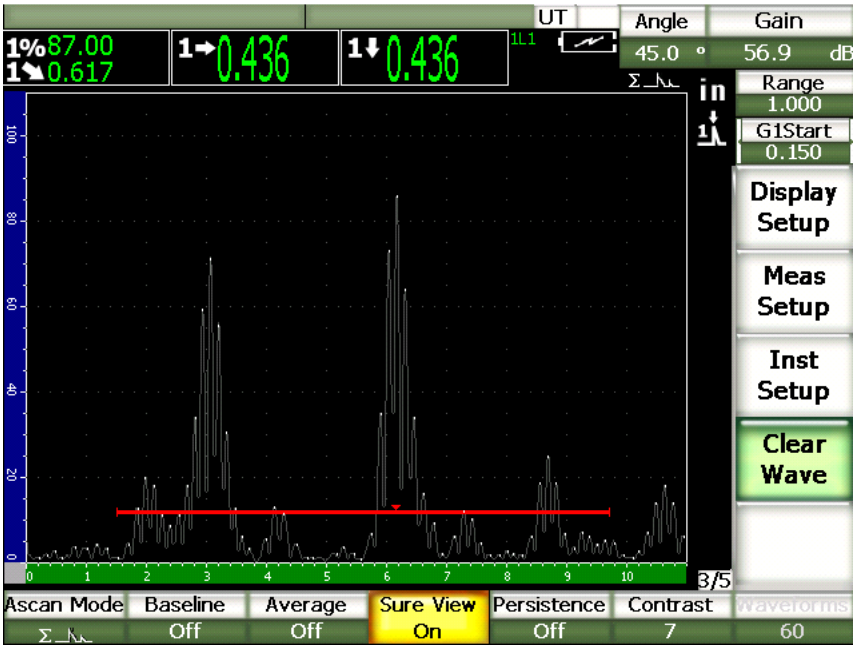

Figure 5-6 The SureView screen
1. Select **ClearWave > SureView = On** (see Figure 5-6 on page 120).